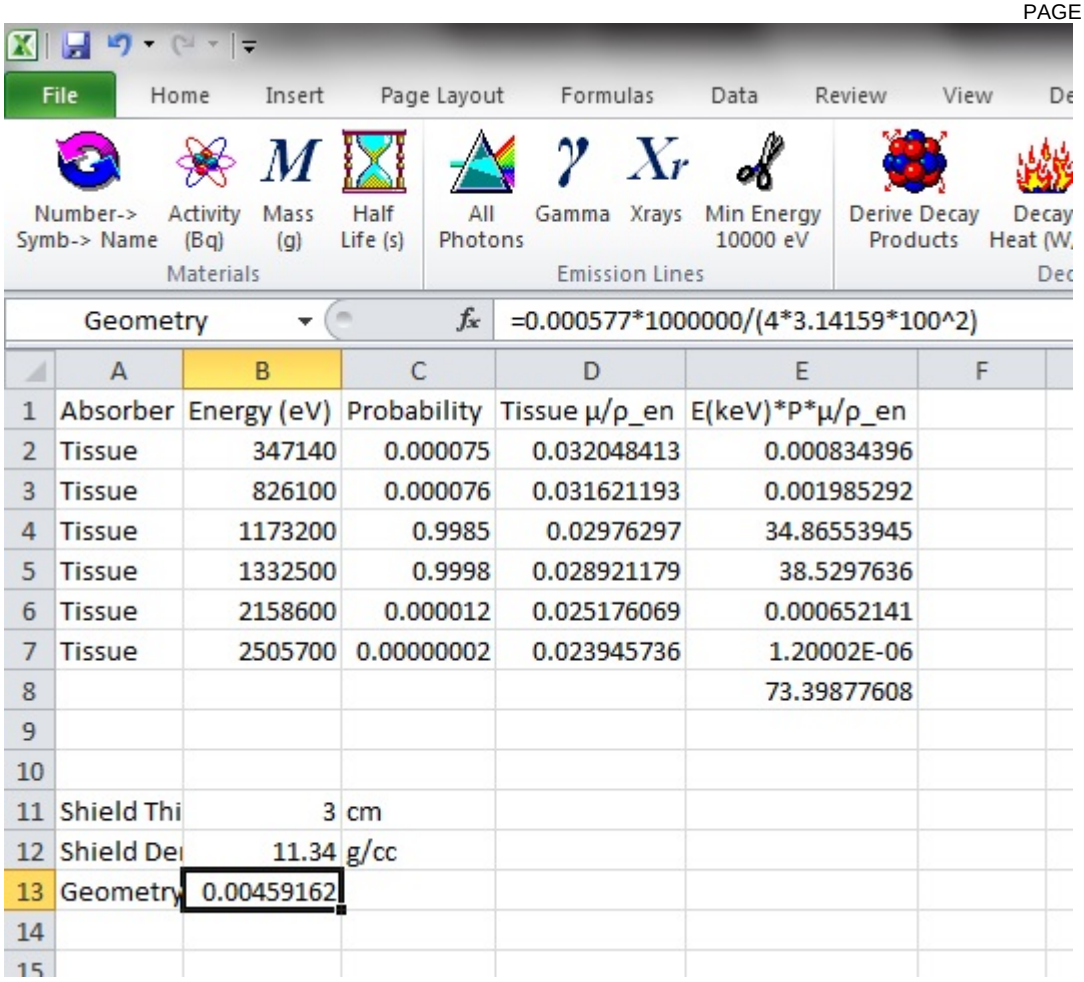

Figure 16 “Photons 1” : Step 2
2. Add some shield data in Cells B11, B12 & B13, name these cells Thickness, Density & Geometry respectively, see Figure 16.